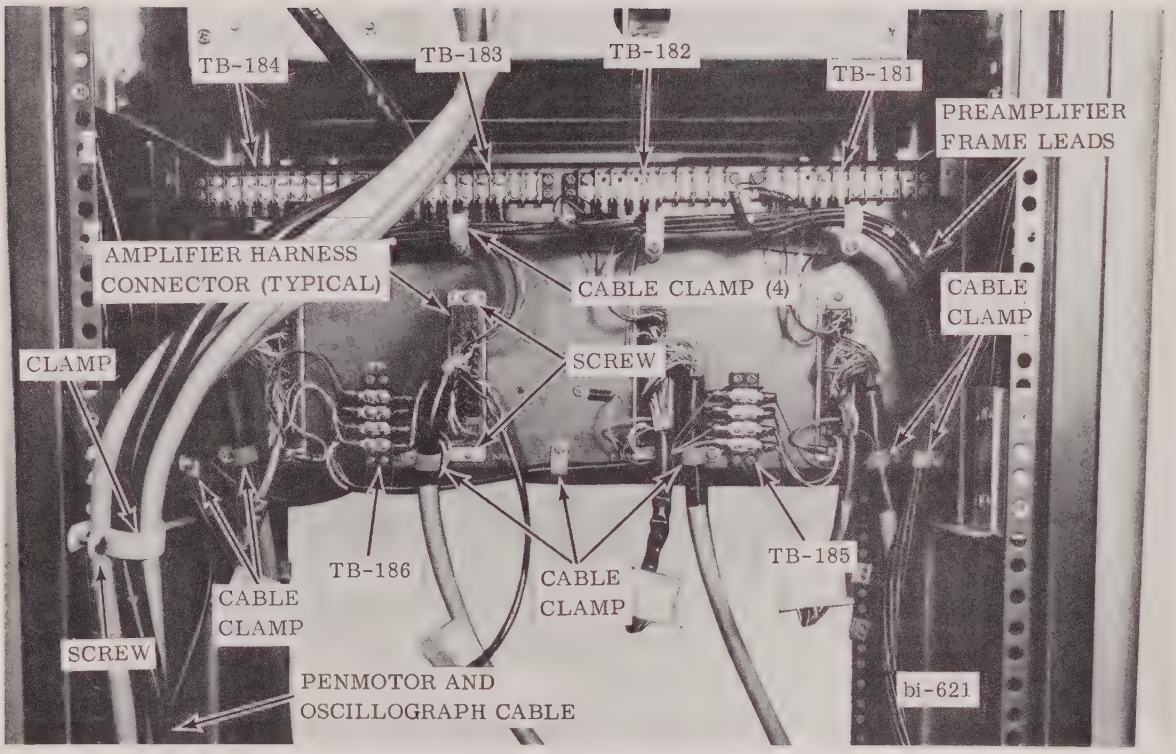

FIGURE 6-29 DRIVE AMPLIFIER FRAME – REAR VIEW
8. Disconnect all leads at terminals 1 thru 5 on appropriate terminal board (TB-181 thru TB-184) on rear of drive frame (Fig. 6-29).
10. Remove screw and disconnect cable clamp from hex spacer on appropriate channel (Fig. 6-29).